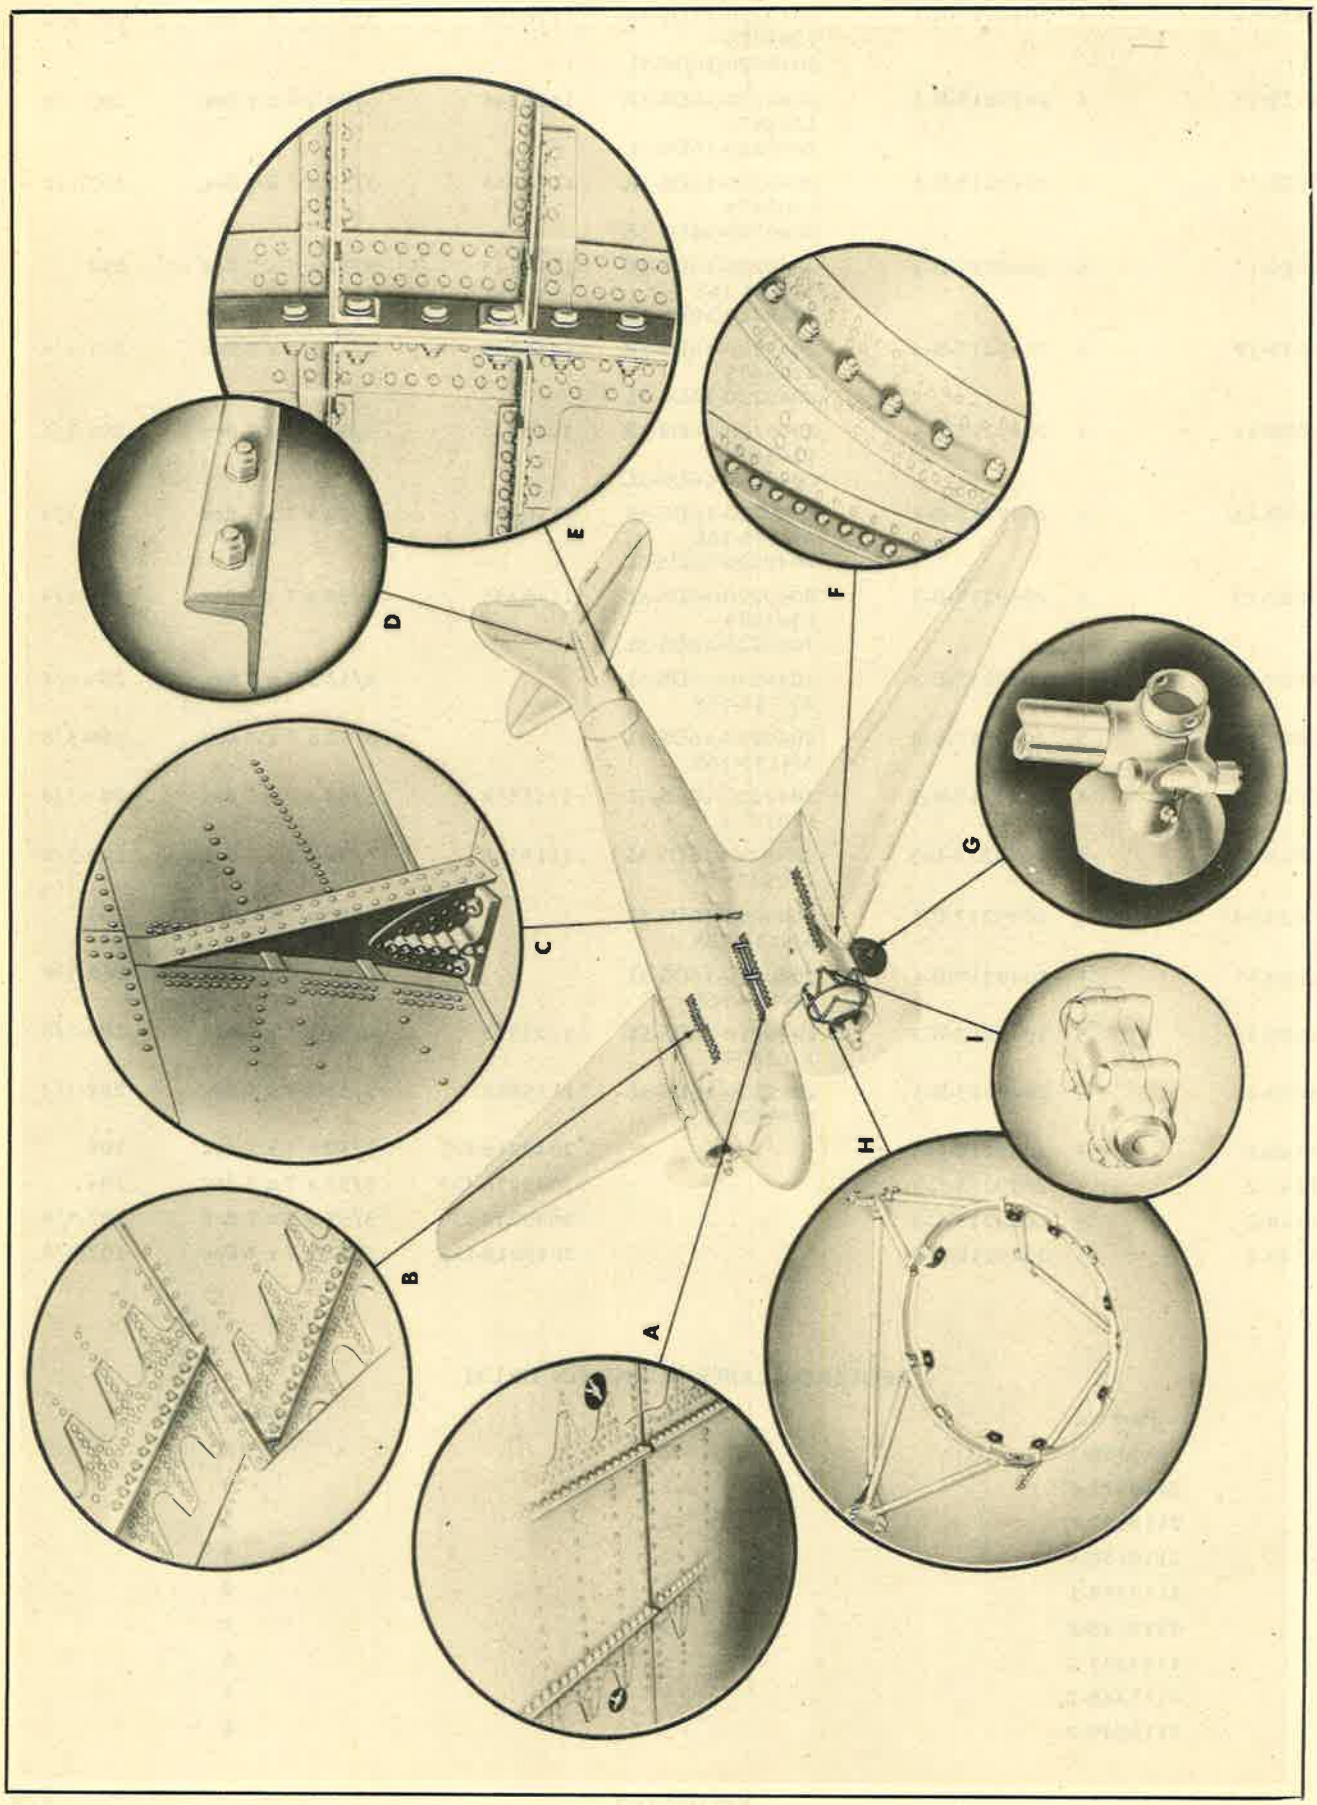

Figure 653—Torque Chart
3. SPECIAL TORQUE VALUES. *(See figure 653.)*